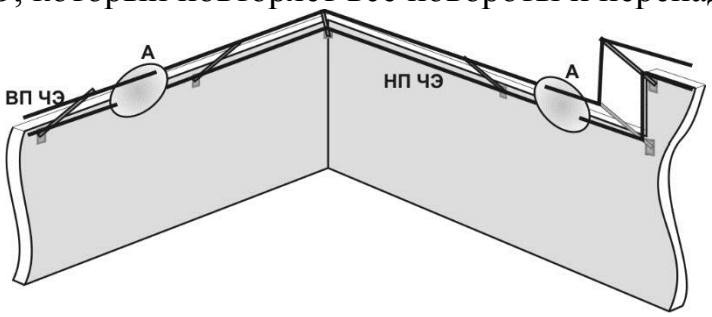
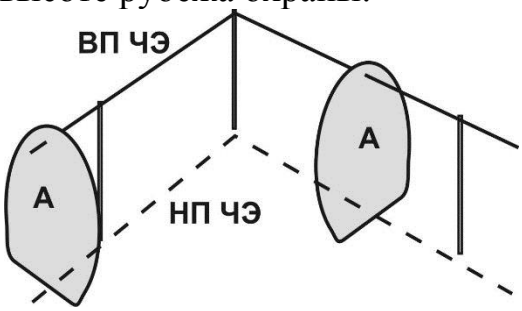

Рис. 1.1
Рис. 1.2
1.4 Объемная ЗО (сечение А, рис. 1.1, рис.1.2) образуется вокруг двухпроводного ЧЭ, который повторяет все повороты и перепады по высоте рубежа охраны.